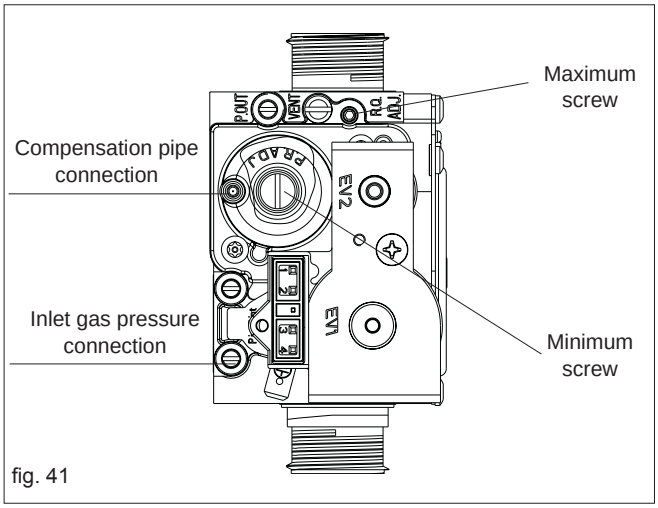

fig. 41
- using a 2.5mm Allen key, very slowly turn the maximum adjustment screw (see fig. 41) – clockwise to decrease, counter clockwise to increase – until the correct value is displayed on the CO_2 analyser (allow time for the analyser to stabilise).
- locate the minimum adjustment screw (fig. 41), using a suitable screwdriver remove the protection plug
- using a 4mm Allen key, very slowly turn the minimum adjustment screw (see fig. 41) - clockwise to increase, counter clockwise to decrease - until the correct value is displayed on the CO_2 analyser (allow time for the analyser to stabilise).